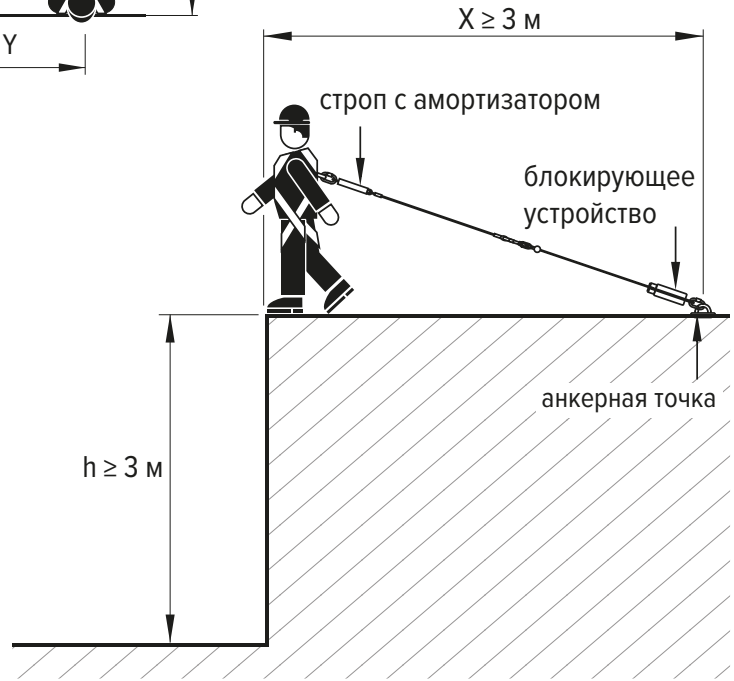

Рис. 5
- Запас высоты (h – рис. 5) должен быть более 3 м + 1/2 бокового расстояния Y (Y не менее 3 м). Рекомендуется соблюдать расстояние X=3 м для минимизации риска возникновения фактора падения и эффекта маятника.